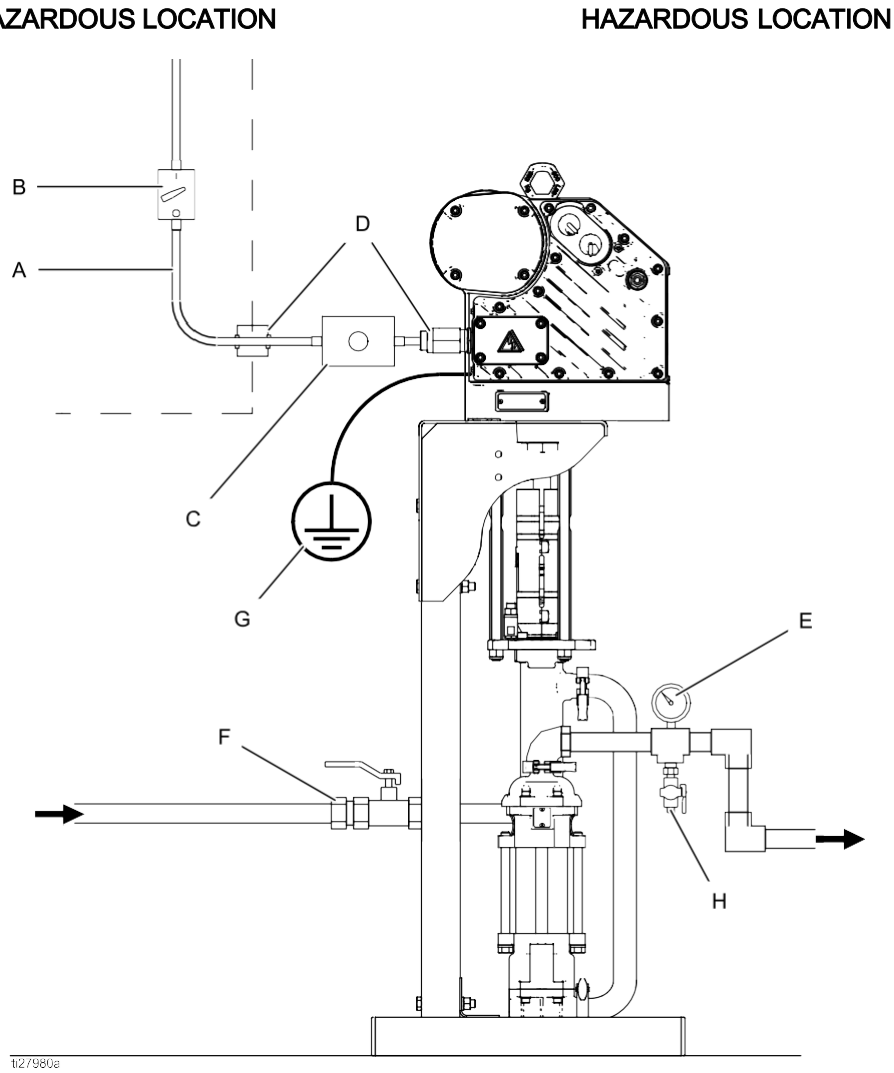

Figure 1 Typical Installation
- There must be a start/stop control (C) within easy reach of the equipment. See Typical Installation, Figure 1.
Key for Fig. 1
Install the following accessories in the order shown in Fig. 1, using adapters as necessary. All fluid lines and accessories must be rated to the maximum working pressure of the pump. See Technical Data, page 37.
1. Disengage the start/stop control (C). See Fig. 1.
2. Shut off and lock out the disconnect (B).
3. Open the fluid drain valve (H), having a waste container ready to catch drainage. Leave open until you are ready to pressurize the system again.